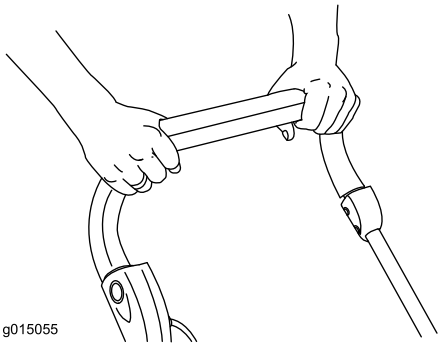

Рисунок 11
5. Удерживая рычаг управления около рукоятки, отпустите кнопку (Рисунок 11).